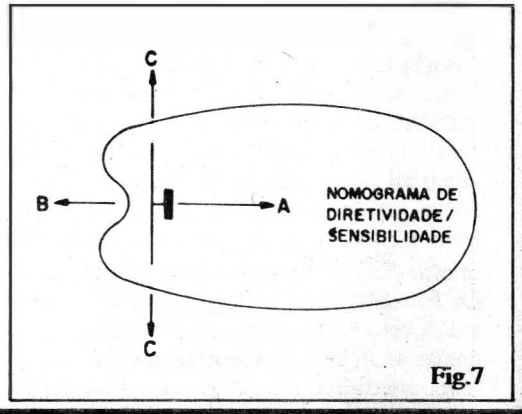

Fig.7
- **FIG. 7** - "Lóbulo" da antena, ou padrão de diretividade/sensibilidade. No diagrama, o traço fino e longo representa um perfil do quadro/refletor, enquanto que o traço curto e grosso simboliza o perfil da "borboleta"... É essa "borboleta" que deve ficar apontada para a estação de UHF cujos sinais de TV se deseja captar. Pelo seu projeto, nossa antena apresenta o maior ganho e rendimento no sentido "A" , um rendimento bem reduzido nas "costas" (sentido "B") e praticamente **nenhuma** captação pelas laterais (sentidos "C"-"C"). Esse padrão de sensibilidade deve, **obrigatoriamente**, ser levado em conta quando da instalação final da antena (direcionamento).